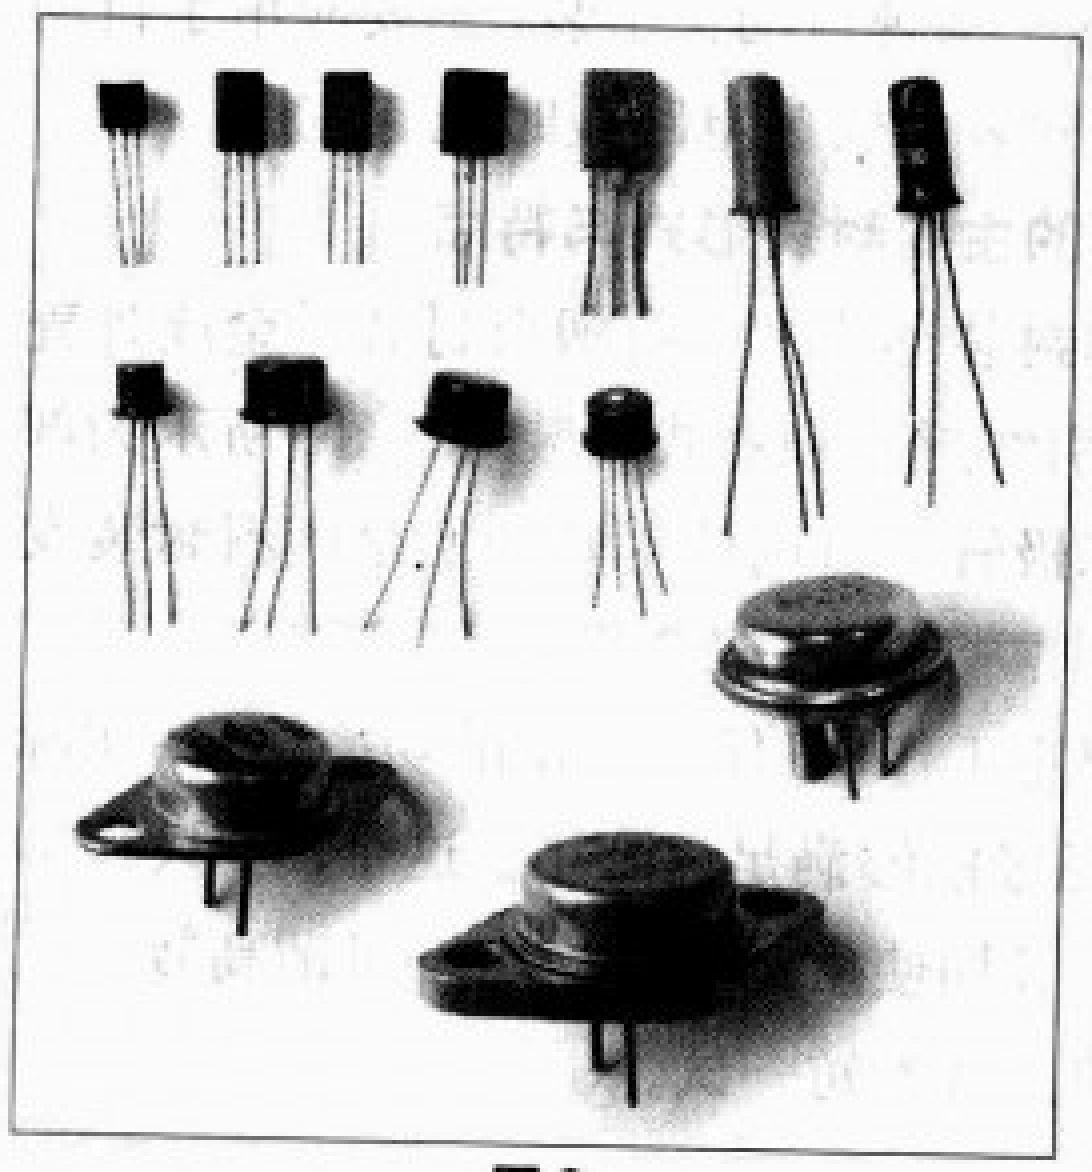

图9
1.根据封装材料，晶体管的封装形式主要有金属外壳封装、玻璃封装、塑料封装、带散热片塑料封装、陶瓷封装和树脂封装等，如图9所示。常见的小功率晶体管多采用塑料封装，大功率晶体管多采用带散热片塑料封装或金属外壳封装。